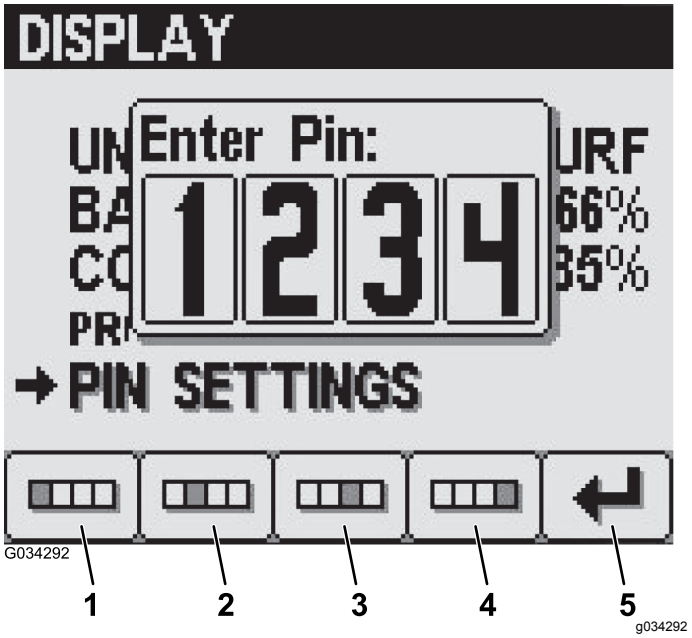

Figur 32
2. Angi PIN-koden din på fire siffer ved hjelp av knappene 1 til 4 og trykk på knapp 5 for å legge PIN-koden inn i InfoCenter (Figur 32).
4. På skjermen Angi gammel PIN-kode, angi din gamle PIN-kode ved hjelp av knappene 1 til 4 og trykk på knapp 5 for å legge inn PIN-koden i InfoCenter (Figur 32).